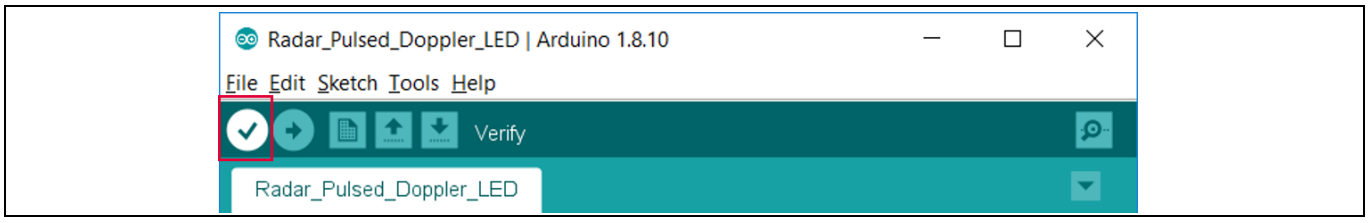
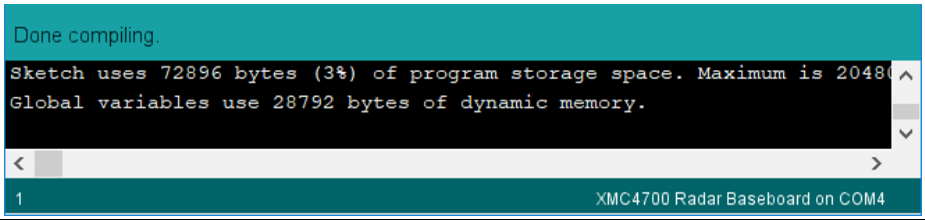

Figure 18 Compiling the sketch
Figure 19 Compilation successful
3. Compile the sketch by clicking the "Verify" button (Figure 18). A success message will be displayed on compilation completion (Figure 19).